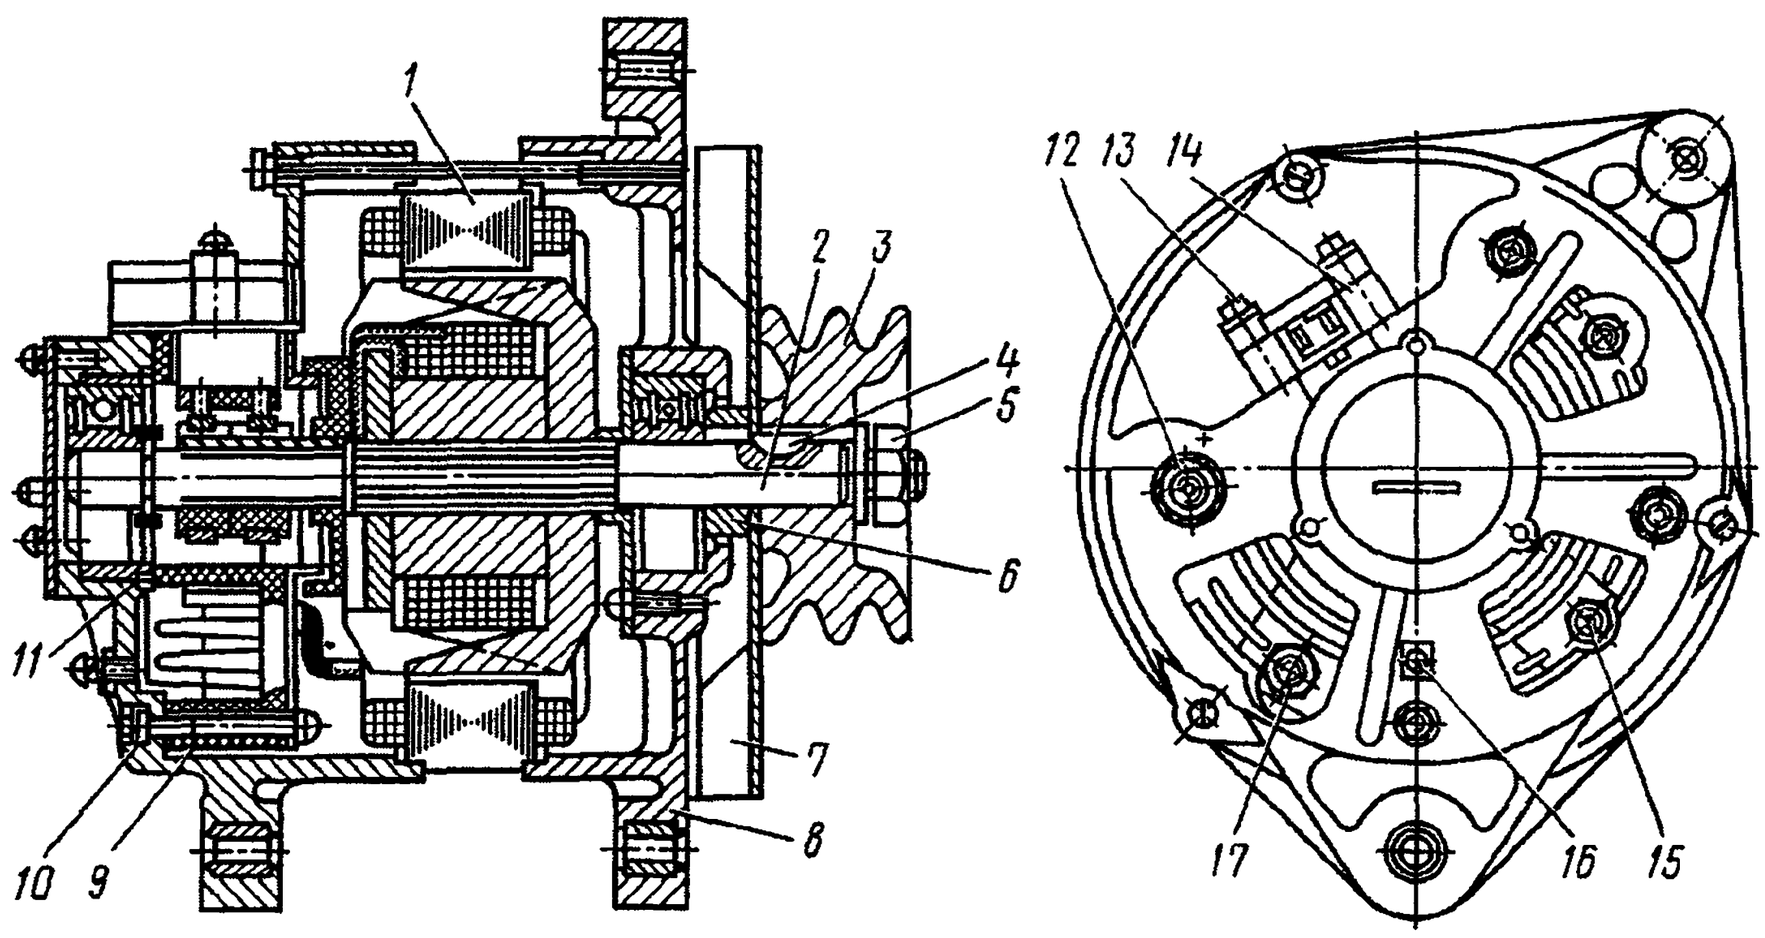

Рис. 361. Генератор Г288:
1. Выверните болты *13* (рис. 361), специальные крепления щеткодержателя *14*, снимите щеткодержатель	Отвертка
8. Установите крышку *8* (см. рис. 361) со стороны привода на вал *2* ротора	Пресс